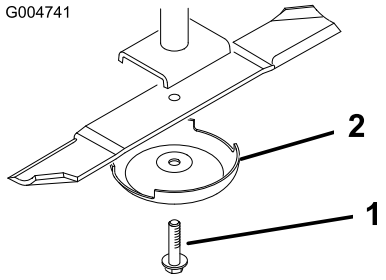

Figuur 83
2. Pak het uiteinde van het mes vast met een doek of een dikke, gevoerde handschoen. Verwijder de mesbout, de antiscalpeercup en het mes van de as (Figuur 83).